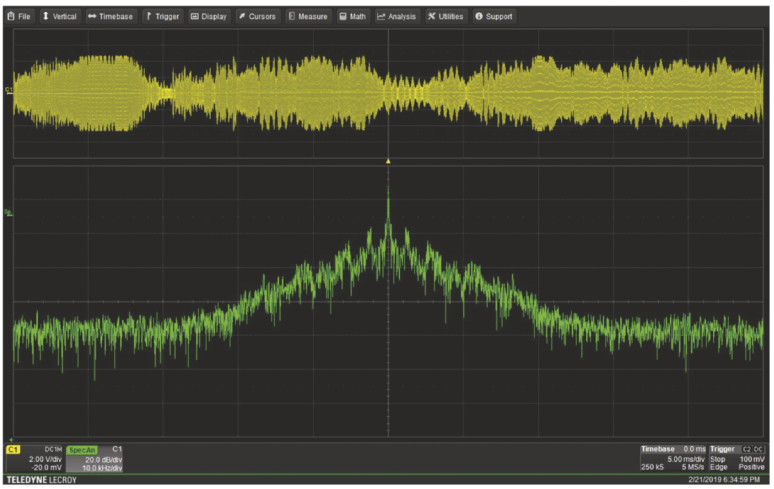

**FIGURE 6.27** (Step 13) Modulated audio signal in both time and frequency domains. Notice that the spectrum is symmetric around the carrier frequency of 1 MHz.
13. **Observing sidebands due to music.** Set the carrier frequency to 1 MHz. Look at the frequency spectrum of the modulated music in logarithmic mode. Use a bandwidth of 80 kHz, which is 40 kHz on each side. About half of the spectrum will be music and the rest just background noise. Use $h$ of 100% in order to really accentuate the sidebands. See Fig. 6.27. Can you see the sidebands on each side of the carrier? What frequency do they extend out to on each side? Are they symmetric as they should be? Do you understand that those sidebands are due to the spectrum of the music that is being broadcast by AM radio?